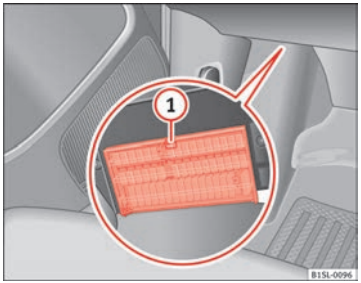

Fig. 149 Below the driver side dash panel: fuse box cover
- *Opening*: press the unlock button ⇒ Fig. 149 (1) until it is possible to open the cover.
- *Closing*: fold the cover up in the opposite direction to the arrow until it clicks into the locking lever (1).